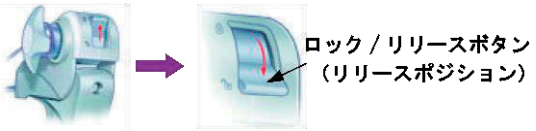

図 5
11. テンションホイールを使用した場合は、ロック/リリースボタンを押し下げて縫合糸を開放します（図 5)。